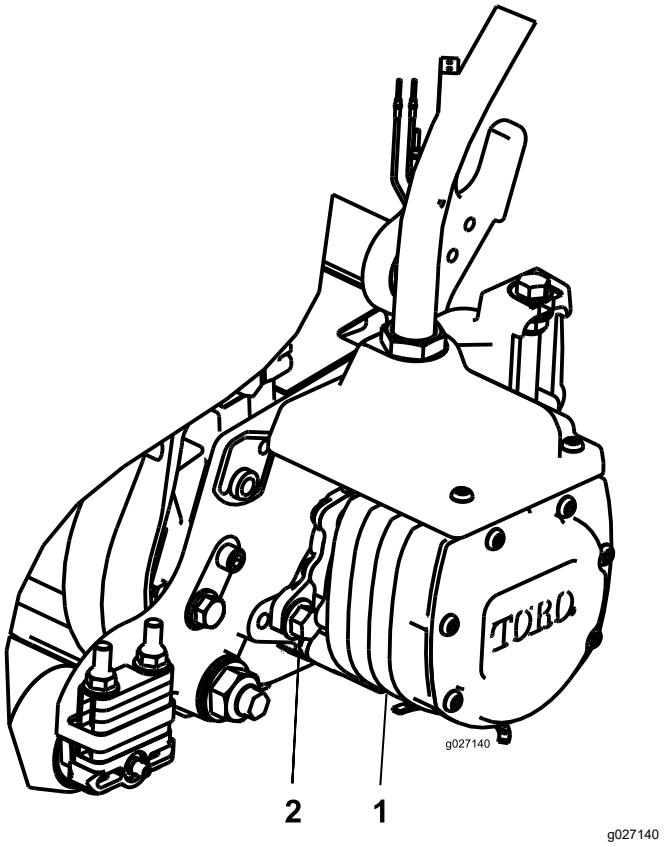

Figur 24
3. Rikta in motorn på klippenheten så att motorflänsarna går fria från skruvarna medurs (Figur 24).